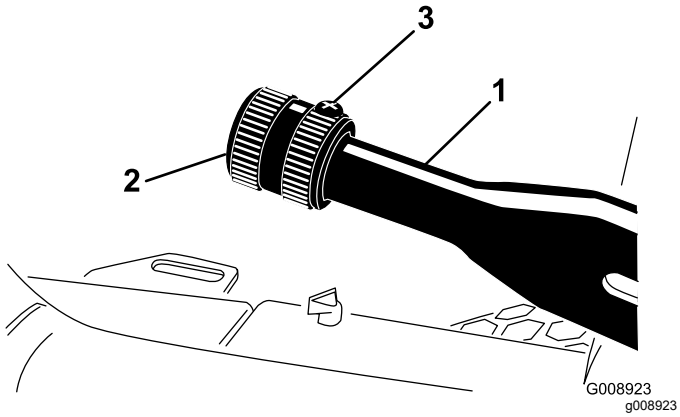

**Figur 59**
2. Lossa ställskruven som fäster ratten på parkeringsbromsspaken (Figur 59).